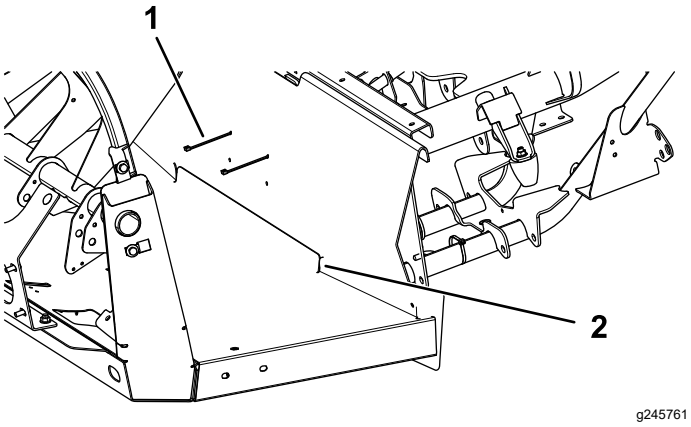

Figur 23
3. Fäll ned och stoppa in klaffen bakom golvflänsen (Figur 23).
4. Fäst klaffen med två kabelband runt mittramens rör (Figur 23).